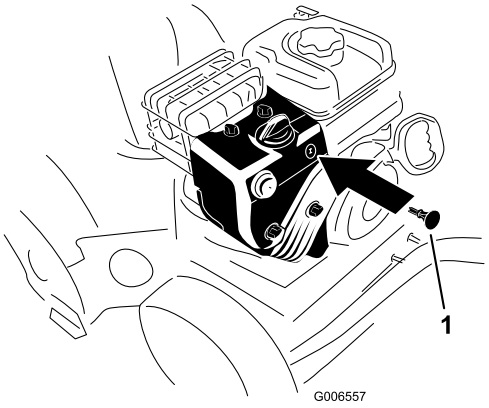

Figur 20
3. Sæt tændingsnøglen i (Figur 20).